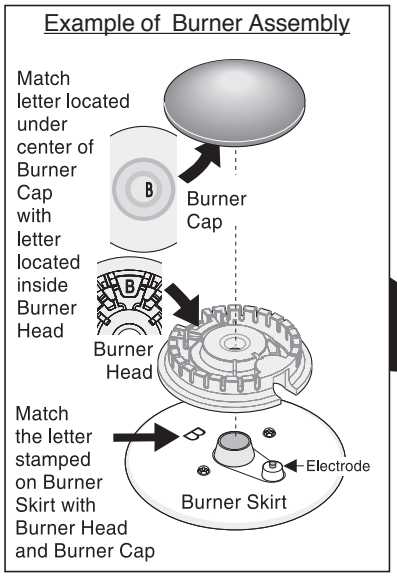

Fig. 4
e. Replace all the burner Heads & Caps. Match the letter located under center of Burner Cap with letters located inside the Burner Heads (See Figs. 4 & 5).
f. Match the letter stamped on the Burner Skirt with the Burner Head and Burner Cap. Each of the five Burner Heads **MUST** have a Burner Cap installed to insure proper ignition and gas flame size. Note: The Burner Electrodes must be located properly in slot of each Burner Head (See Fig. 4).